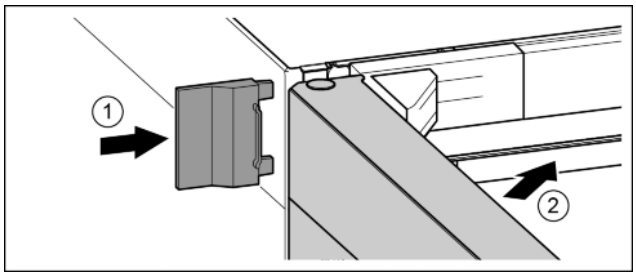

Fig. 25
▶ Push the external cover on. *Fig. 25 (1)*
▶ Close the upper door. *Fig. 25 (2)*